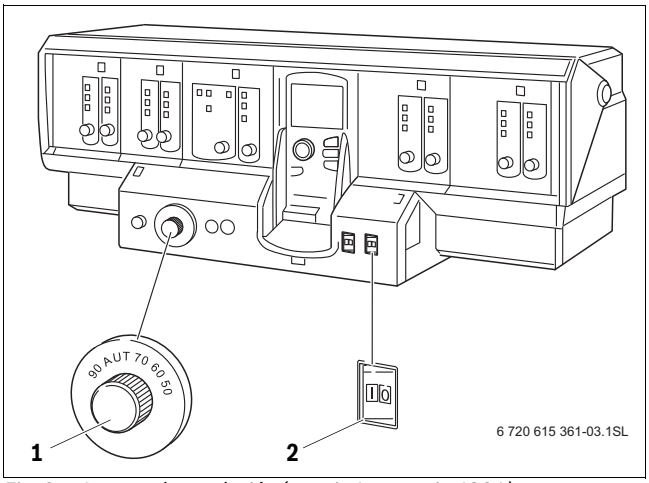

Fig. 2 Aparato de regulación (por ej.: Logamatic 4321)
Ponga su caldera en funcionamiento mediante el aparato de regulación (en el presente ejemplo, fig. 2: Logamatic 4321). Al poner en marcha el aparato de regulación, el quemador se pondrá automáticamente en marcha. A continuación, el quemador podrá ponerse en marcha con el aparato de regulación.
Ponga su caldera fuera de servicio mediante el aparato de regulación (por ej. aparato de regulación Logamatic 4321, → fig. 2, página 7). Poniendo fuera de servicio el aparato de regulación, el quemador se desconecta automáticamente.
▶ Poner el interruptor de funcionamiento (→ fig. 2, [2], página 7) en la posición "0" (desconectado).